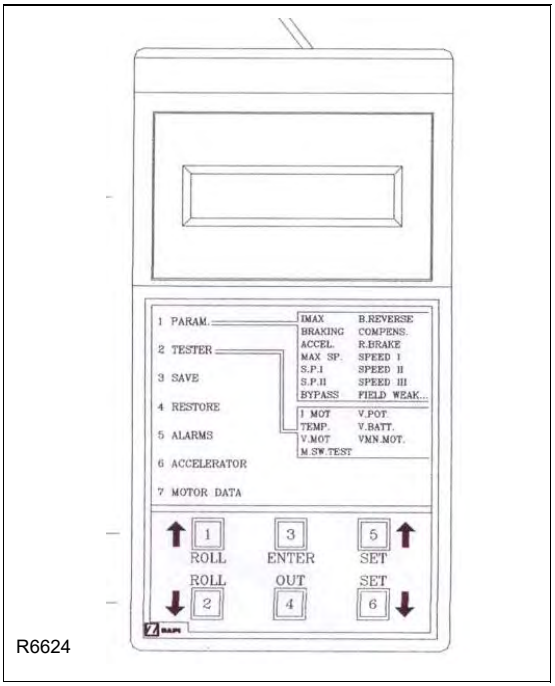

Figure 3-2 Zapi Handset
2. Press the ENTER button (3, Figure 3-2) to enter the MAIN MENU.
3. Press the ROLL down button (2) or the ROLL up button (1) until ALARMS menu appears on the display.
4. Press the ENTER button (3) to enter the ALARMS menu.
5. Press the ROLL up button (1) to view the alarms. Pressing the ROLL down button (2) returns to the most recent alarm.
3. Press the ROLL down button (2) or the ROLL up button (1) to find the TESTER display.
4. Press the ENTER button (3) to enter the TESTER function.
3. Press the ROLL down button (1) or the ROLL up button (2) to find the PARAMETER CHANGE display.
4. Press the ENTER button (3) to view the parameters.